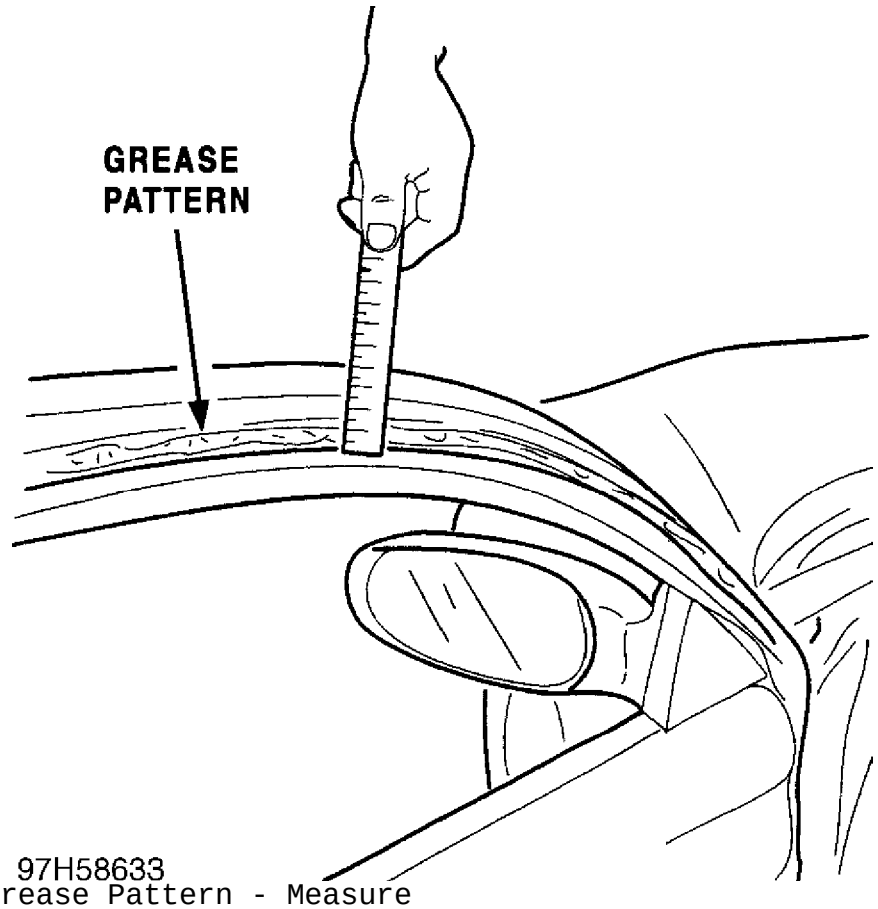

Fig. 2: Grease Pattern - Measure
4. Open the door and measure the width of the grease pattern that is left along the length of the weather-strip (check for any unevenness in width). See Fig. 2.